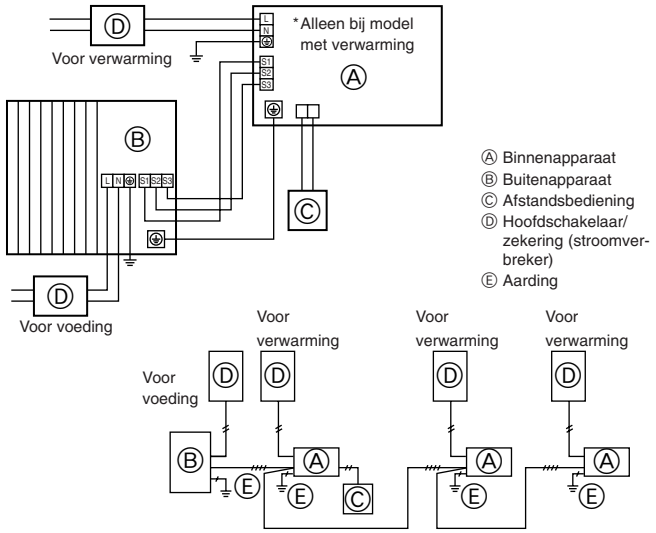
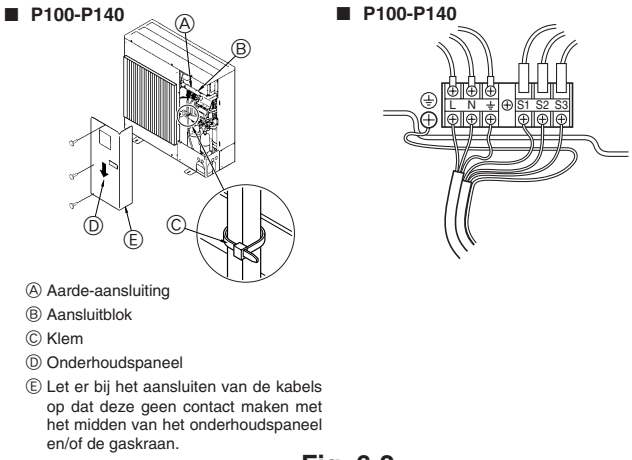

Fig. 6-1
Fig. 6-2
6.1. Buitenapparaat (Fig. 6-1, Fig. 6-2)
① Verwijder het onderhoudspaneel.
② Sluit de kabels aan aan de hand van afb. 6-1 en 6-2.